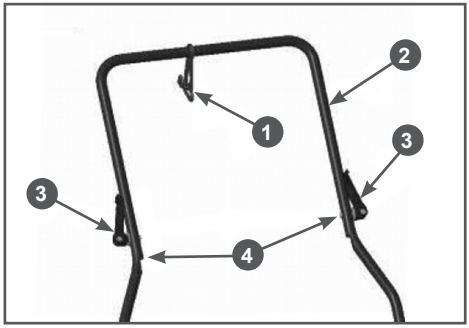

Рис. 4 Соединение стоек и нижних частей рабочей рукоятки
2. Установить на стойки нижнюю часть рабочей рукоятки. Установите кронштейн 1 кабеля включения на нижнюю часть рабочей рукоятки 2 (Рис. 4). Совместите отверстия на стойках и нижней части рабочей рукоятки и соедините их фиксаторами 3 и гайками 4, как показано на Рис. 4.